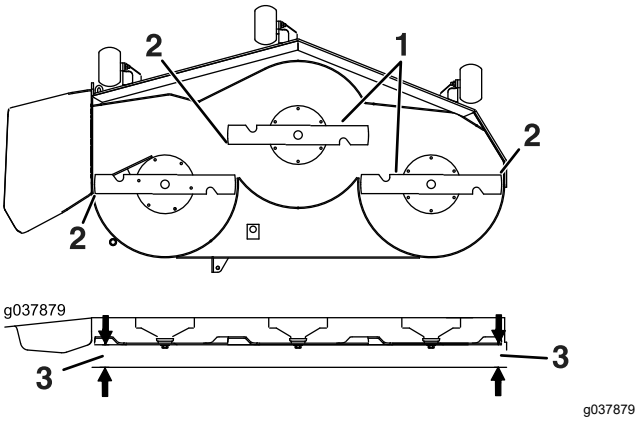

Figure 81
6. Mesurez la distance entre la pointe des lames et la surface plane (Figure 81). Si les deux mesures diffèrent de plus de 5 mm, réglez les lames, ajustez l'horizontalité des lames ; poursuivez cette procédure.
14. Tournez les lames avec précaution pour qu'elles soient parallèles dans le sens transversal (Figure 81).